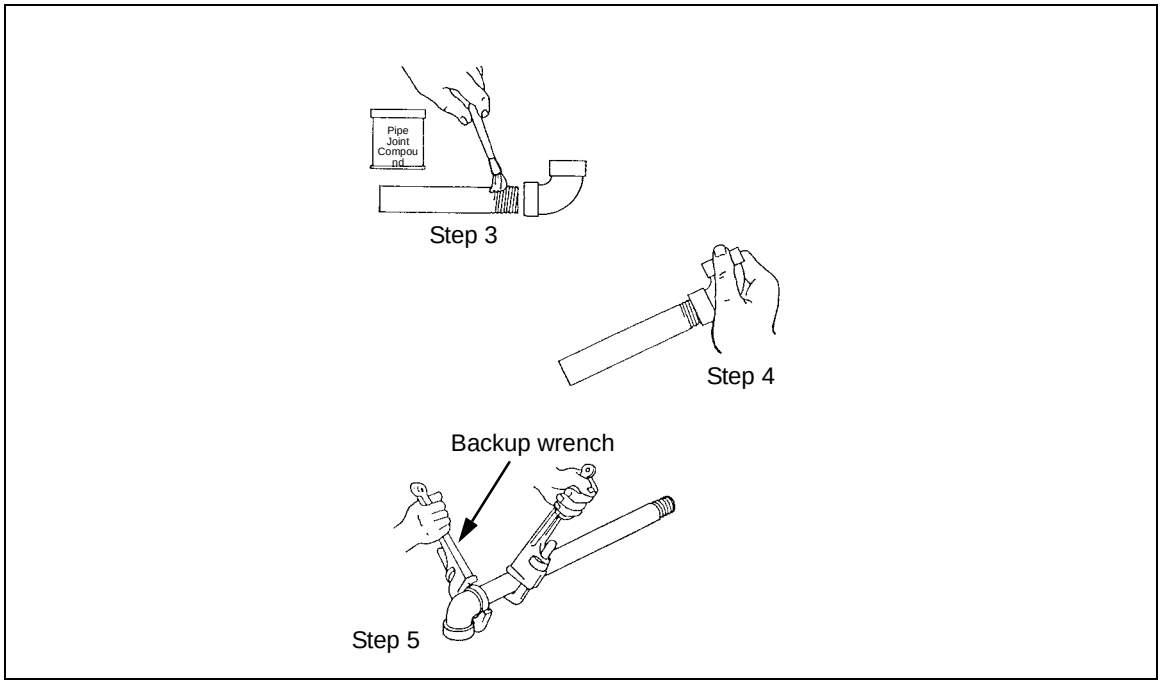

Figure 6-30. Joining Threaded Pipe
6-60. Fittings are normally screwed to the pipe after it is threaded, while the pipe is still in the vise. This ensures a good fit. The assembled pipe and fittings should then be screwed into the proper place in the installation. Use *Figure 6-30* and the following joining steps:
Step 3. Apply pipe-joint compound or Teflon tape to the *pipe* threads only *(Figure 6-30)*.
Step 4. Screw the fitting on, hand tight *(Figure 6-30)*.
Step 5. Tighten the fitting using two pipe wrenches, one on the fitting (backup wrench) and the other on the pipe *(Figure 6-30)*, provided no vise is available. The backup wrench keeps the fitting from turning.